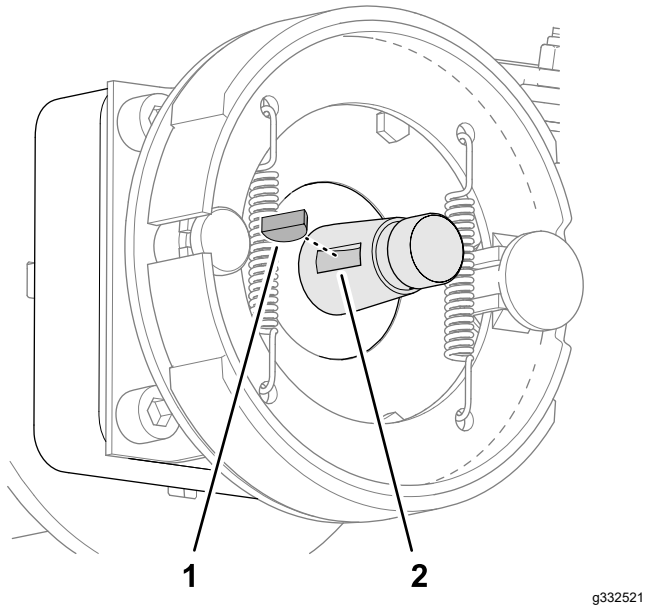

Figuur 77
5. Verwijder de schijfspie van de wielmotoras (Figuur 77).